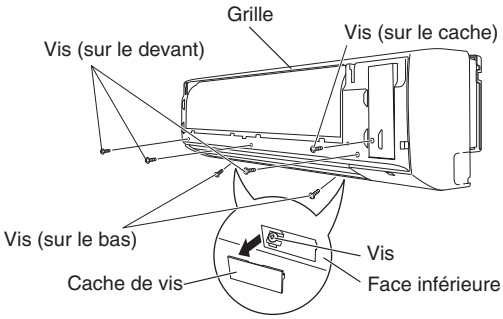

Fig. 3-13
(3) Déposer les 3 vis sur le devant de l'unité et enlever les caches de vis sur la face inférieure. Ensuite, déposer les 2 vis. (Fig. 3-13)
(4) Déposer la vis sur la plaque de cache du côté droit et enlever le cache. (Fig. 3-13)